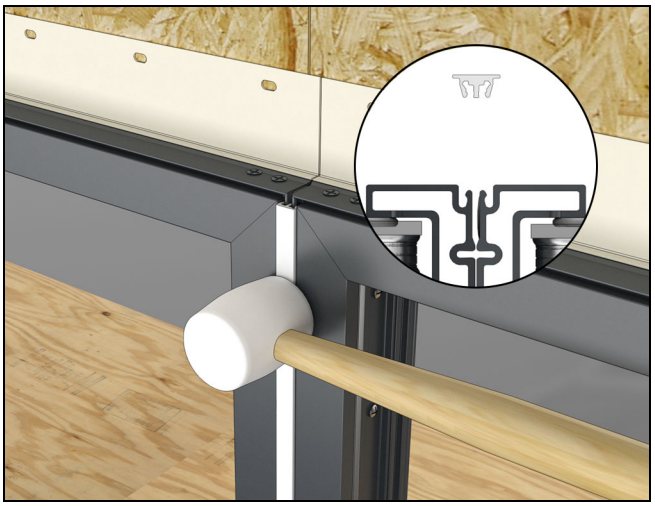

Figure 68
3. Apply the exterior covers. These can be seated with a rubber mallet. Make sure the covers are flush to the exterior accessory kerf. See Figure 68.